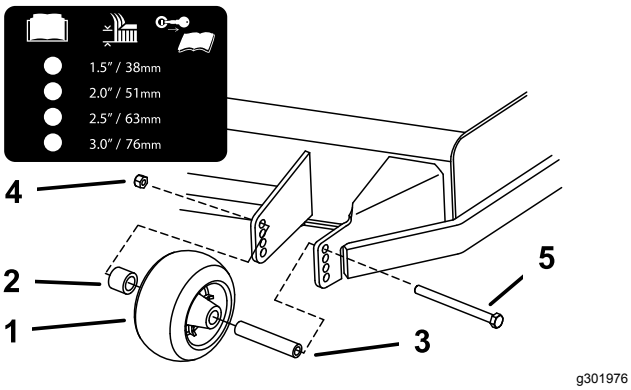

Figur 36
3. Juster antiskalperingsrullerne som vist i Figur 36.